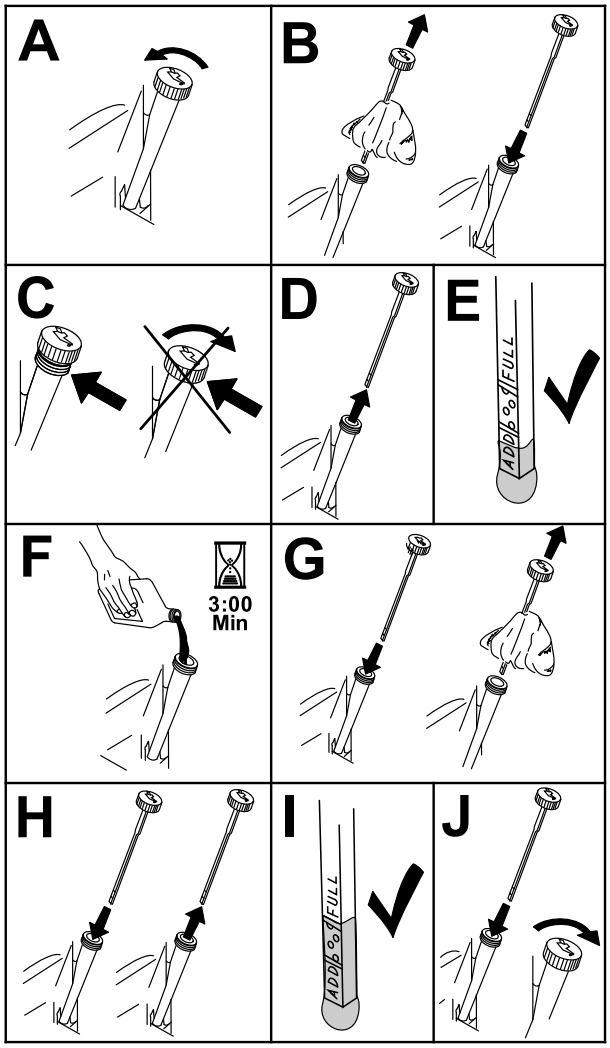

Figure 61
3. Pour éviter de faire tomber de l'herbe, de la poussière, etc. dans le moteur, nettoyez la surface autour du bouchon de remplissage et de la jauge de niveau avant de l'enlever (Figure 61).